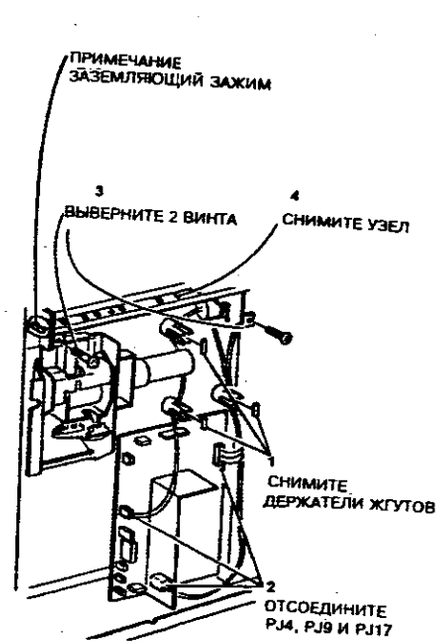

**Рисунок 2. Снятие узла транспортера**
4. (Рисунок 2) Снимите узел транспортера.
*ПРИМЕЧАНИЕ: (Рисунок 2) При снятии транспортера может сместиться зажим заземления.*